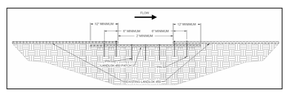
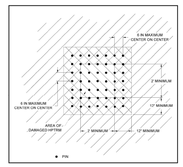

Figure 14: Landlok 450 Patch Cross Section
Figure 15: Landlok 450 Patch Plan View
A. Acceptable (A) - The rated area is in satisfactory, acceptable condition, and will function as designed and intended during the rain event. Landlok 450 has no exposed edges, is installed tightly by maintaining direct contact to the slope surface with no rilling beneath, and has over 90% vegetation cover. There is no noticeable damage present.
B. Minimally Acceptable (M) - The rated area has a minor deficiency that needs to be corrected. The minor deficiency will not seriously impair the functioning of the area during the next rain event; however, the overall reliability of the project will be lowered because of the minor deficiency. Landlok 450 has 75% vegetation cover with unvegetated patches as large as one square yard. Edges of Landlok 450 are exposed with noticeable damage. Minimal erosion has occurred underneath Landlok 450.
C. Unacceptable (U) - The rated area is unsatisfactory. The deficiency is so serious that the area will not adequately function in the next rain event. Landlok 450 has been physically torn, ripped, or lifted from the slope surface. Less than 75% vegetation cover is present with unvegetated patches being greater than 1 square yard, and there is evidence that erosion is occurring beneath Landlok 450.
3. To repair Landlok 450, cut out and remove damaged areas in a square configuration a minimum size of 2 ft by 2 ft. Remove all vegetation and debris atop of Landlok 450. Loosen the top 1 to 2 in of soil in the patch area then seed. The subgrade of area to be patched shall be prepared to be smooth and uniform and transition smoothly into the in-situ area. Cut a square Landlok 450 patch a minimum of 12 in greater than the damaged area for all four sides of the patch. Overlap the patch area in all directions a minimum of 12 in. The patch overlaps shall be tucked under the existing damaged Landlok 450 material (Figure 14 and Figure 15)